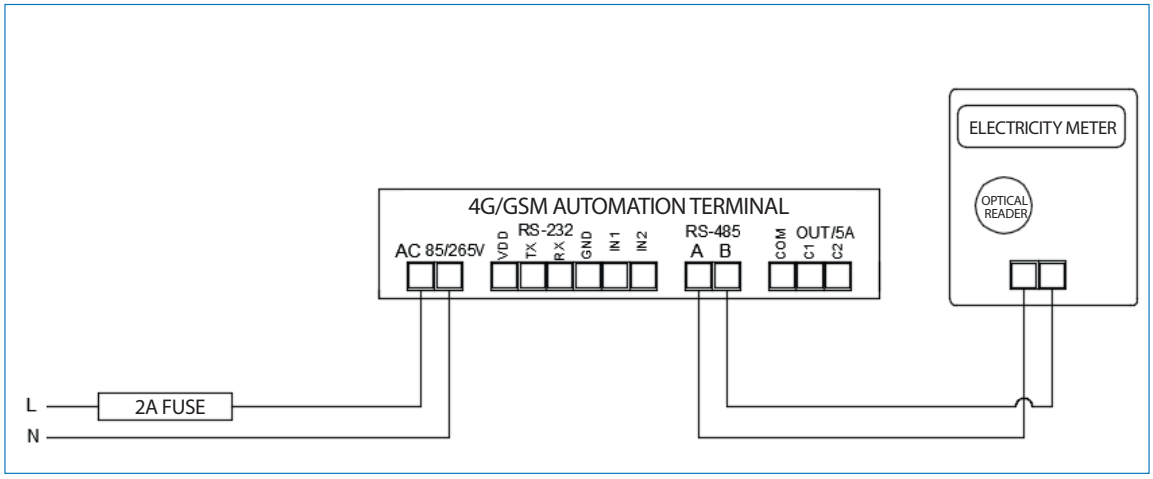

Figure 3.4
c. Electric Meter / RS-485: (Figures 3.4, 3.5, 3.6, 3.7, 3.8, 3.9)